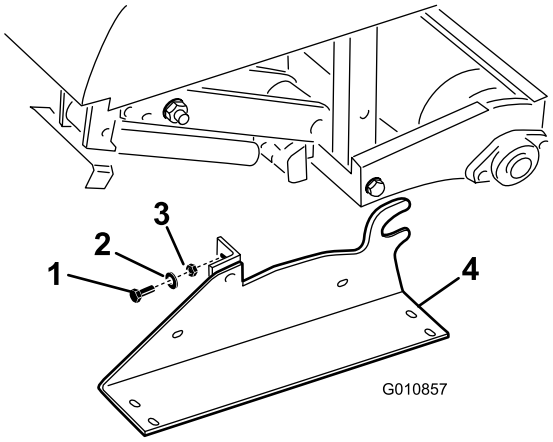

Figur 32
2. Fjern de bolte, låseskiver og møtrikker, der fastgør støttebenene på hver ende af dybdelufteren (Figur 32).